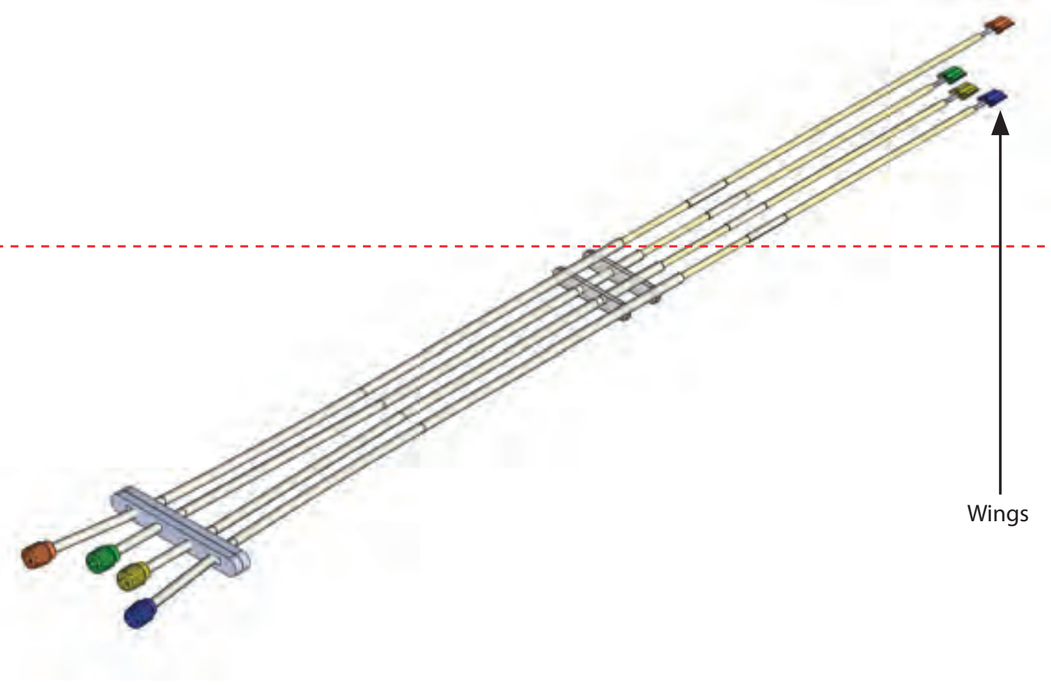

Figure 10: Thumb Wheel Extension
1. Remove the Thumb Wheel Extension Set from its sterile barrier package. **See Figure 10**.